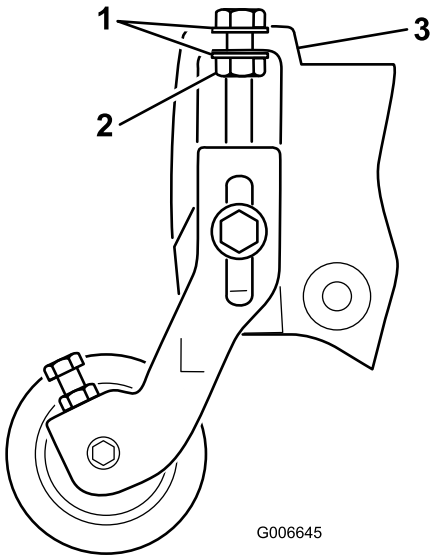

Bild 5
Hinweis: Die Scheiben an den Schnitthöhen-Einstellschrauben müssen sich an jeder Flanschseite an der Seitenplatte befinden (Bild 5).
10. Ziehen Sie die Sicherungsmutter an der Schnitthöhen-Einstellschraube fest, bis die Scheiben den Seitenplattenflansch berühren, lösen Sie die Mutter dann um eine halbe Umdrehung (Bild 5).